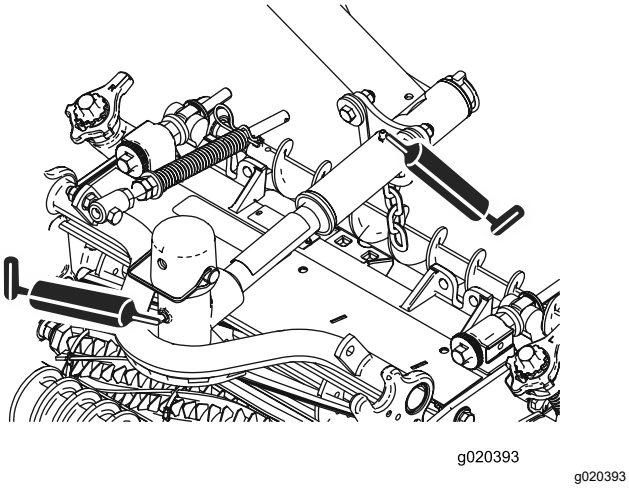

Figur 57
- Klippeenhedens drejetapper (2 hver). Se Figur 57.